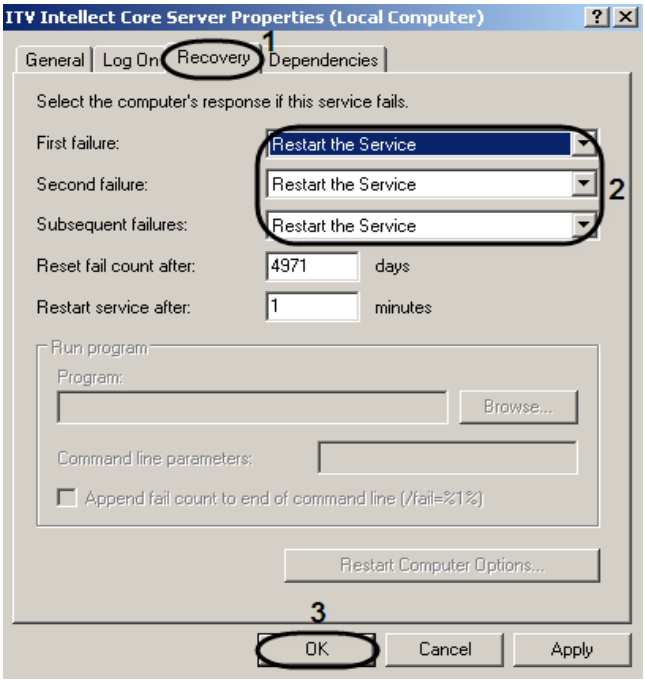

Figure 13.4-1 Configuring the restart of the “ITV Intellect Core Server” service
4. Go to the “Recovery” tab in the displayed box (Figure 13.4-1, 1).
5. In the corresponding drop-down lists select the actions to be performed in case of the first, second and subsequent system failures (Figure 13.4-1, 2).
6. To save the changes, click the “OK” button (Figure 13.4-1, 3).